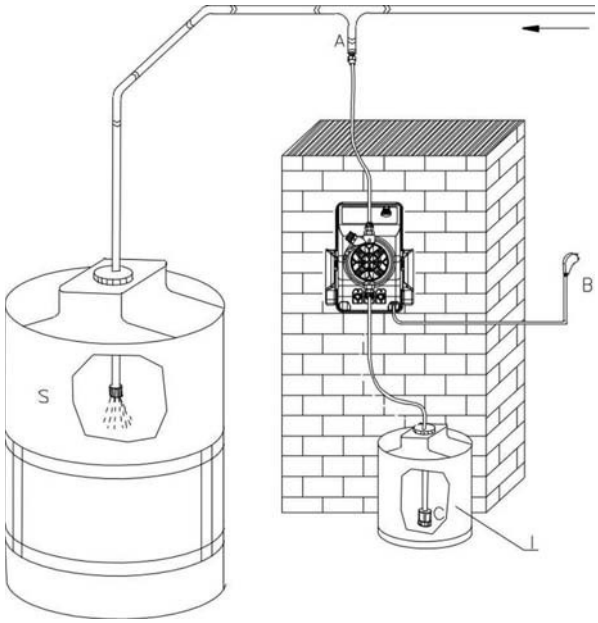

Fig. 13
6.2 - TYPISCHER ANLAGENPLAN (Abb. 13)